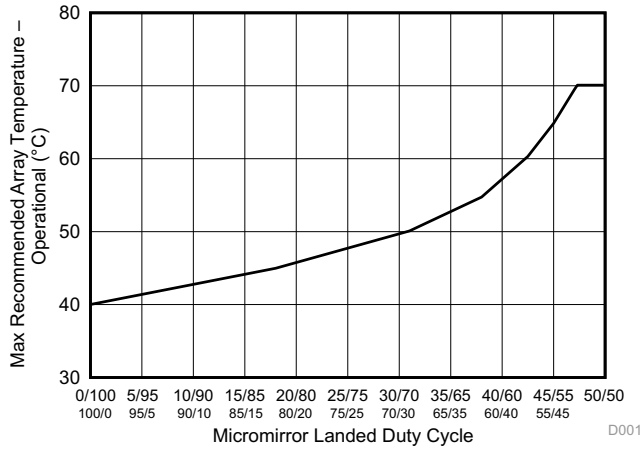

Figure 1. Max Recommended Array Temperature – Derating Curve
(5) Per Figure 1, the maximum operational array temperature should be derated based on the micromirror landed duty cycle that the DMD experiences in the end application. Refer to *Micromirror Landed-On/Landed-Off Duty Cycle* for a definition of micromirror landed duty cycle.
(6) Long-term is defined as the usable life of the device.
(7) Short-term is defined as less than 500 hours over the usable life of the device.